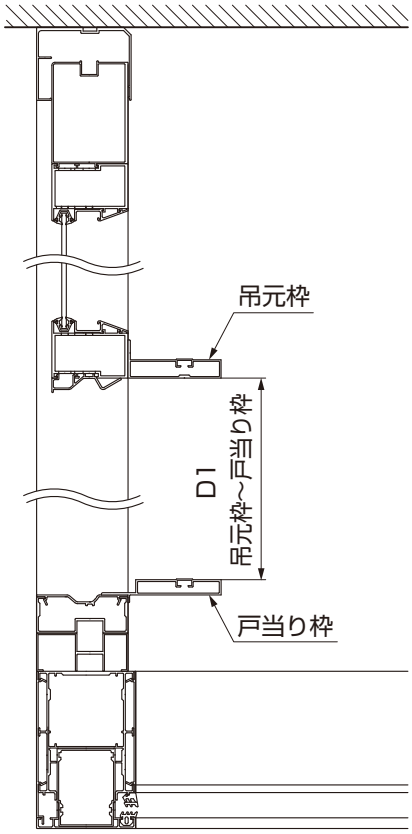

図6-1
①吊元枠～戸当り枠内々寸法D1を測定してください。（図6-1参照）